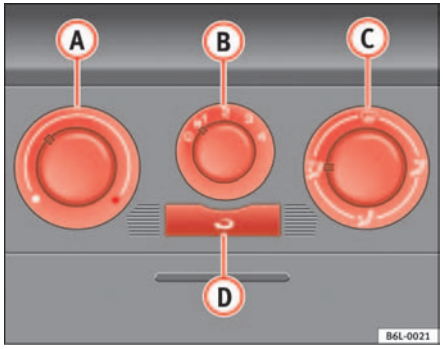

Fig. 86 On the dash panel: Heater controls
– Using the controls ⇒ fig. 86 (A) and (C) and with the switch (B) you can set the temperature, air distribution and the blower speed.
– Press the button (D) to switch air recirculation mode on or off. A button is illuminated by a yellow lamp for as long as the function is switched on.